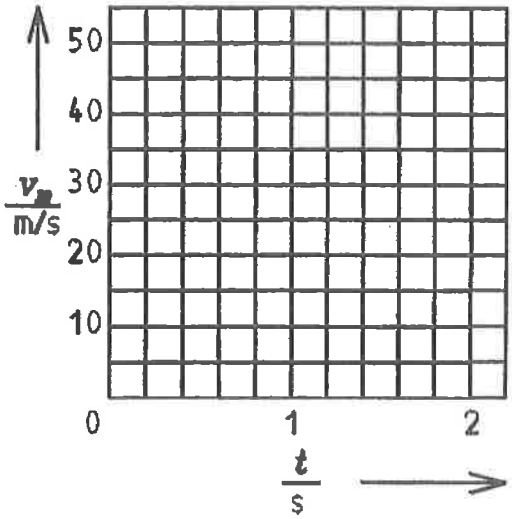

Fig. 5
6. On reporte les valeurs obtenues dans un diagramme vitesse/temps ($v_m = f(t)$; figure 5). Quelle est la forme de la courbe obtenue?